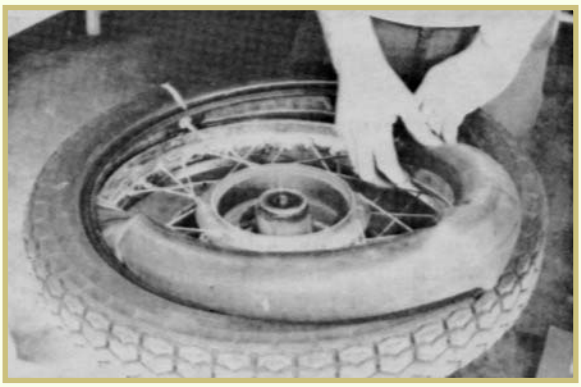

FIGURE 35—The technician is removing the tube from the tire and rim.
11. When the entire side of the tire is free of the rim, pull the inner tube from the tire (Figure 35). If the tire needs to be completely removed from the rim, remove the other side of the tire in the same manner using the tire-iron tools.